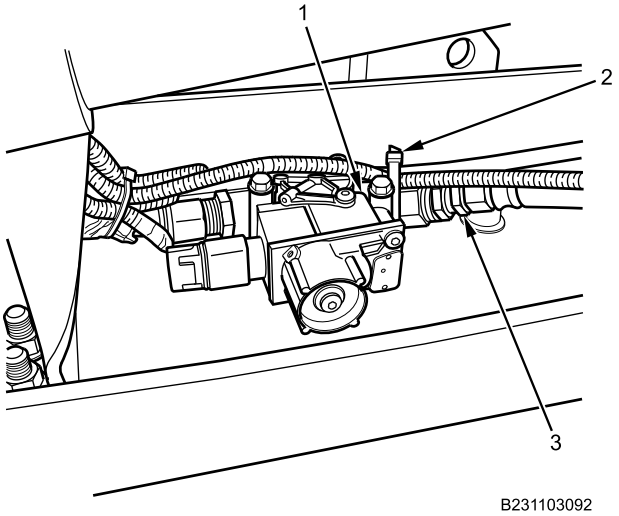

Figure 32. Modulator Valve.
27. Install outer air line hose (Figure 32, Item 3) into modulator valve (Figure 32, Item 1). Tighten securely.
28. Install new cable straps (Figure 32, Item 2) as needed.